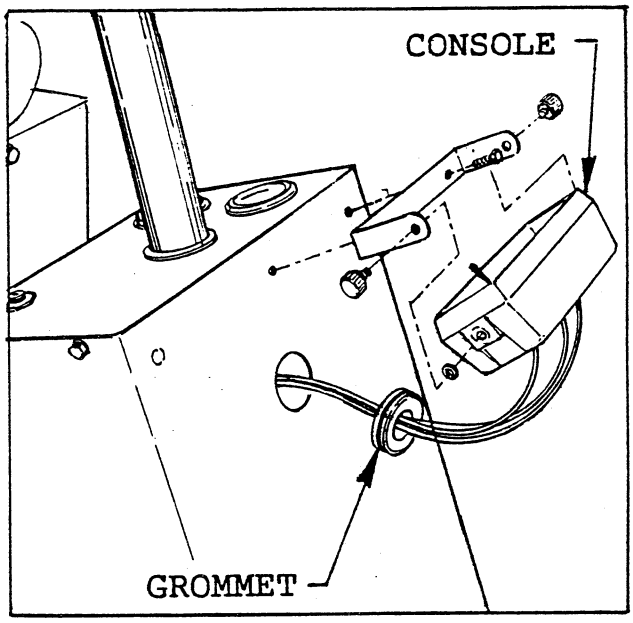

FIG. 6
■ Mount the bracket in the two holes provided in the console, using two 1/4" bolts, and lock washers as shown in FIG. 6.